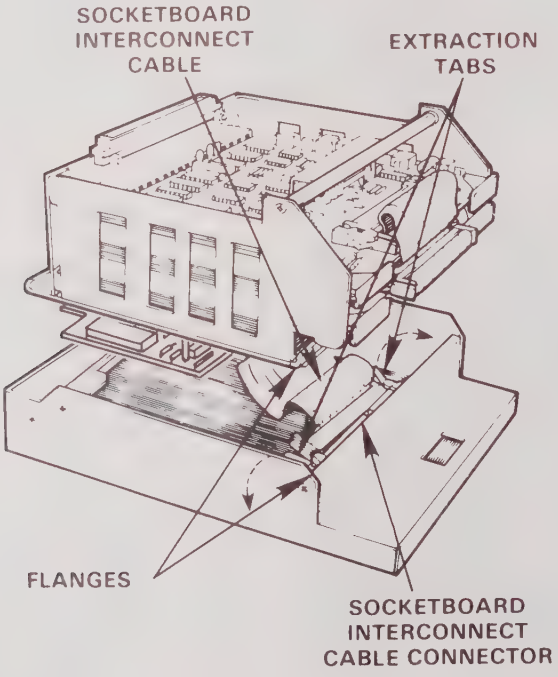

Figure 2. Socketboard Interconnect Cable
5. Lift the card cage up and out of its top cover until you can see the socketboard interconnect cable (see figure 2). Do not detach the socketboard interconnect cable.
3. Reinsert the card cage into the top cover with the memory board facing into the top cover (figure 2). Tilt the card cage up and push gently forward to lock the top cover's flange between the card cage's top and bottom flanges (figure 1b). Then gently set the card cage back into the top cover.